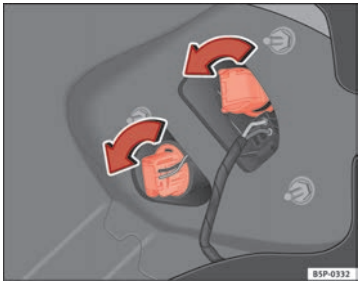

Abb. 202 Rücklichter an der Karosserie
– Drehen Sie den Lampenträger nach links ⇒Abb. 202.